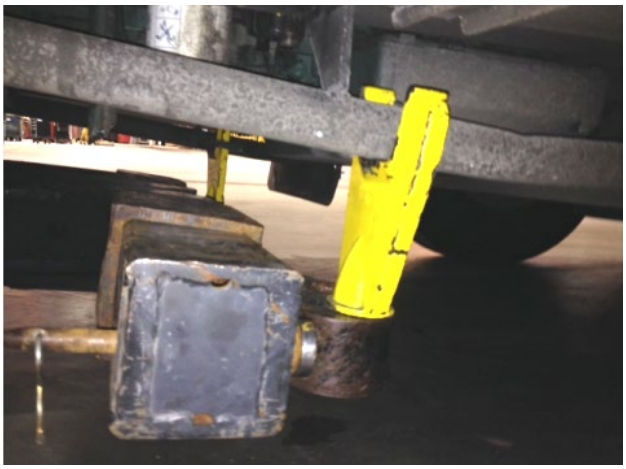

**FIGURE 61 :** PROPER LOCATION WHEN LIFTING THE SIDE MEMBERS
Place the forks in a transversal position i.e. perpendicularly to the side members (Figure 61).
6. Lift the tow bar until the axle forks grab the side members (Figure 61).